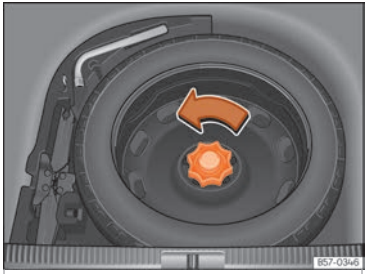

Abb. 237 Im Gepäckraum: hochgeklappter Ladeboden.
- Drehen Sie das Rädchens entgegen dem Uhrzeigersinn heraus ››› Abb. 237.